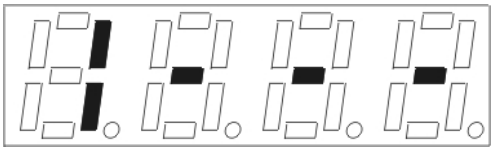

Рисунок 6
– Нажать кнопку «МЕНЮ». На экране появится цифра «1» (рисунок 6).